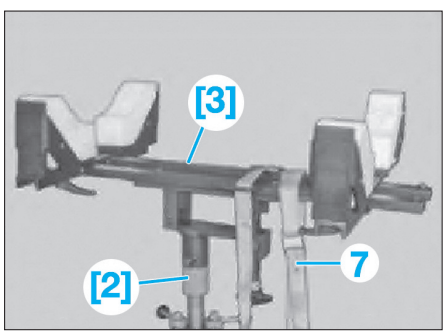

Fig. 8
- [2]. Cric hydraulique (réf BMW : 00 2 030) **(Fig.8)**.
• Soutenir la boîte de vitesses au moyen des outils [2] et [3] **(Fig.8)**.
• Fixer la boîte avec la sangle (7).